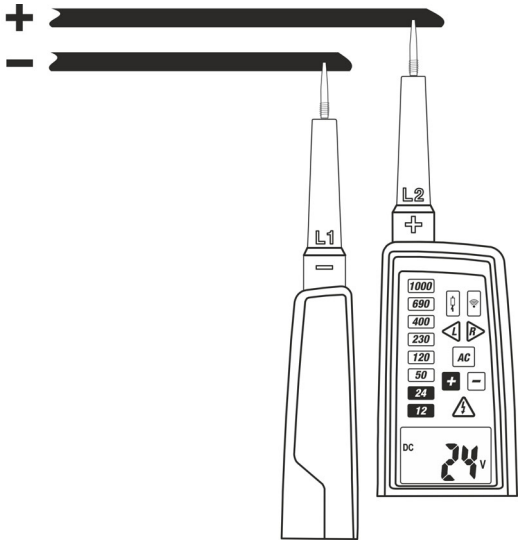

Fig. 4 : Mesure de la Tension CC
2. Connecter les embouts **L1** et **L2** à la source à tester (voir Fig. 4). La mesure est effectuée **uniquement avec le contact des embouts sur la partie métallique des conducteurs**
4. Si la LED « - » est allumée, cela signifie que la tension mesurée a une polarité opposée à celle du raccordement montré sur la Fig. 4